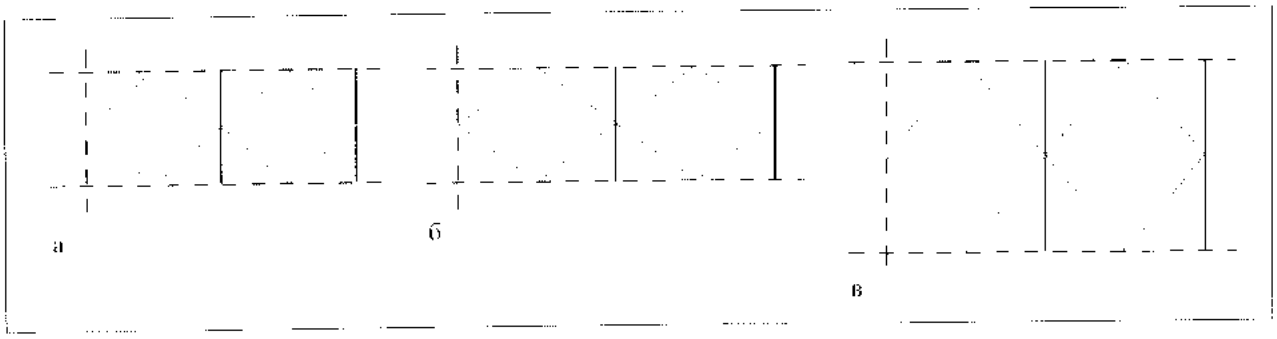

Рис. 42.39. *Вариации размеров ячеек*
7. Выполнить вариацию значений параметров (рис. 42.39).